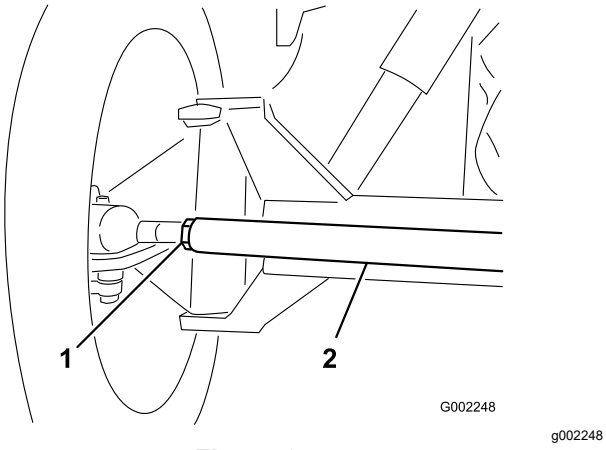

Figura 97
3. Si la distancia no está en el intervalo especificado, afloje las contratuercas en ambos extremos de la biela (Figura 97).